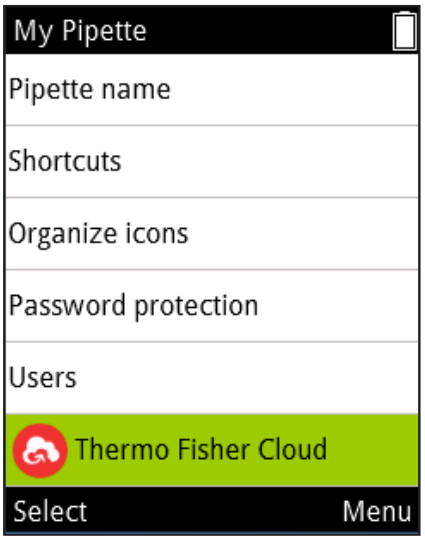

図 D56
2. (**Thermo Fisher Cloud**)を選択し、(**Select**) > (図 D56) の順に押します。